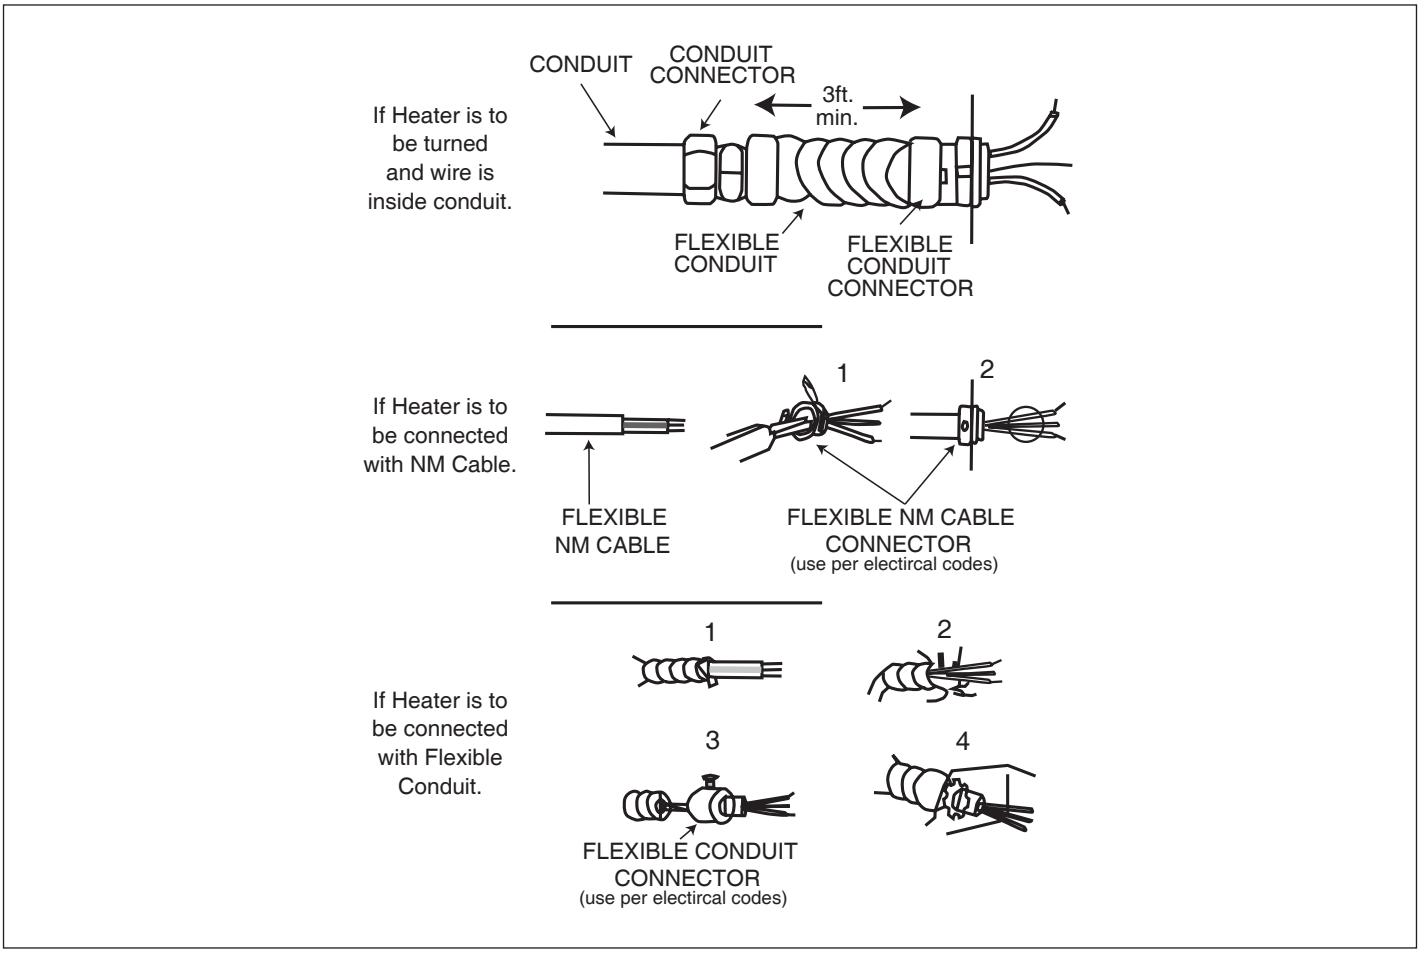

**Figure 5**
**NOTE:** For certain applications, conduit may be required (See **Figure 5**). Check the local electrical codes. If you plan to run the wiring in conduit and want the flexibility to adjust the heater's position, make sure to purchase sufficient flexible conduit that allows for easy turning of the heater.